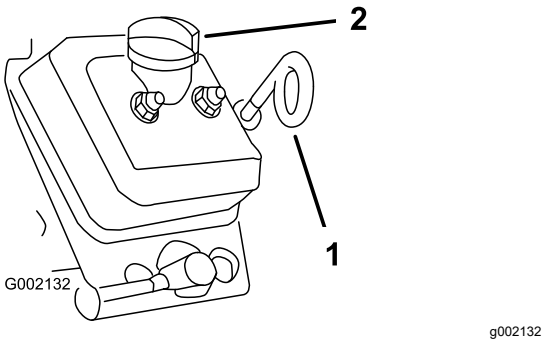

Figuur 35
5. Maak de omgeving van de oliepeilstok en de vuldop (Figuur 35) schoon met een doek zodat er vuil niet in de buis van de peilstok of de vulopening kan vallen en de motor beschadigen.
6. Verwijder de peilstok en veeg hem schoon (Figuur 35).
7. Schuif de peilstok in de peilstokbuis en duw tot hij niet verder kan (Figuur 35).
10. Plaats de vuldop terug (Figuur 35).
11. Steek de oliepeilstok helemaal in de opening (Figuur 35).